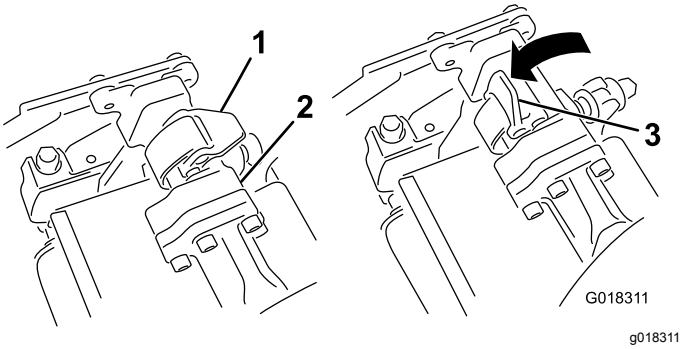
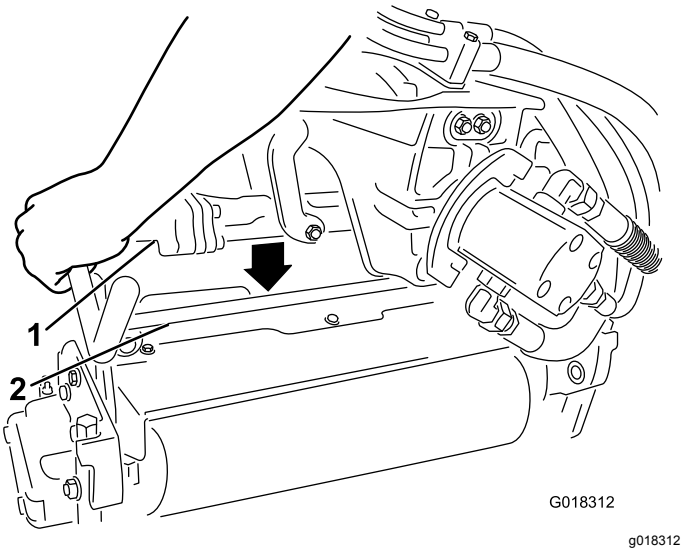

Рисунок 2
Рисунок 3
2. Когда защелки на штанге рычага подвески находятся в открытом положении (Рисунок 2), нажмите на рычаг подвески вниз, чтобы он сел на поперечную штангу наверху узла бороны (Рисунок 3).
3. Переведите защелки в закрытое положение, чтобы зафиксировать узел бороны на месте (Рисунок 2).